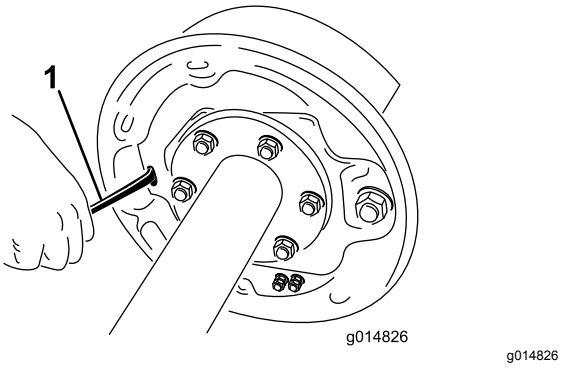

Figur 63
4. Bruk en skrutrekker til å rotere stjernehjulet på justeringsenheten slik at bremseskoene utvider seg (Figur 63).